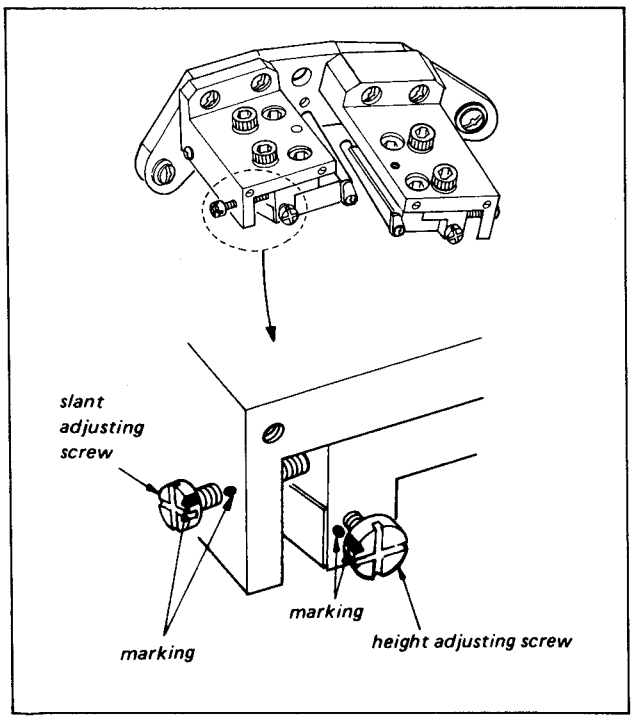

Fig. 10-7. TRACKING adjustment
b. Before adjustment, mark the position of the screws shown in Fig. 10-7 with a felt pen so that they can return to their original position.